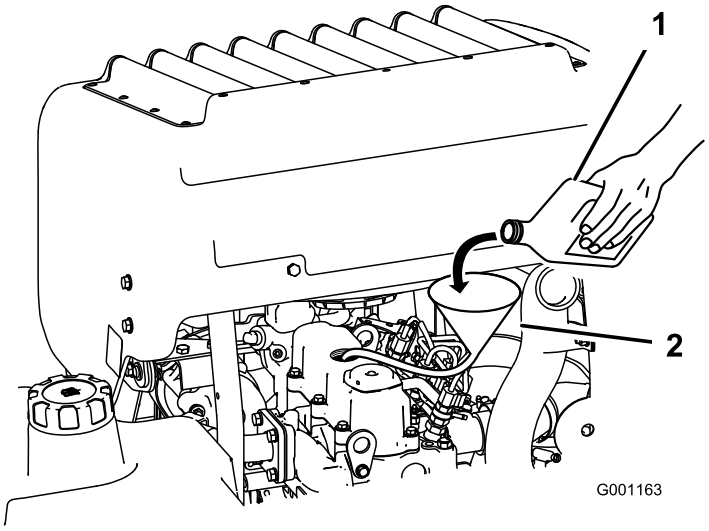

Figur 37
3. Använd en slang och en tratt för att fylla på olja i motorn (Figur 37).